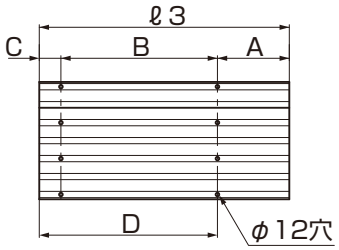

図1-11　折板上 加工位置図
①図1-10、図1-11、表1-4を参照して、折板を加工してください。